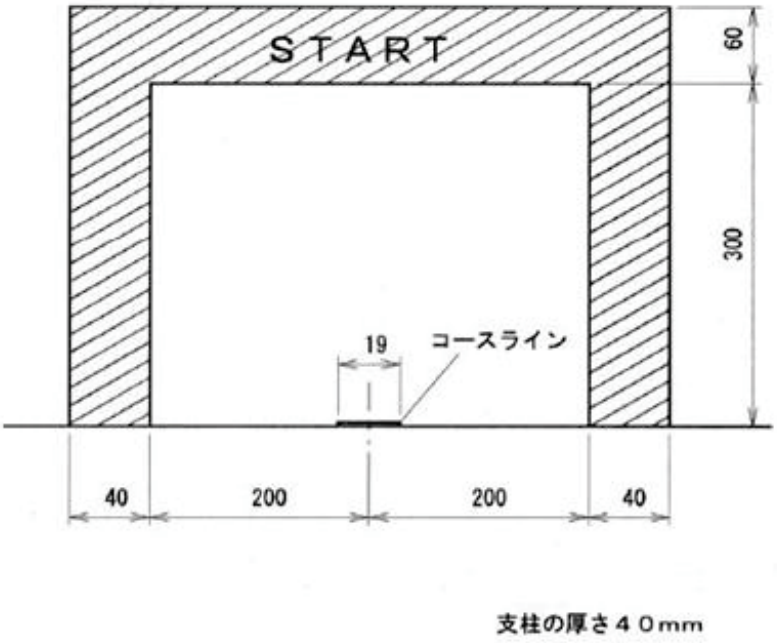

図 7 スタートゲートの形状
1) スタートゲートは図 7 の形状とし、床面に固定される。